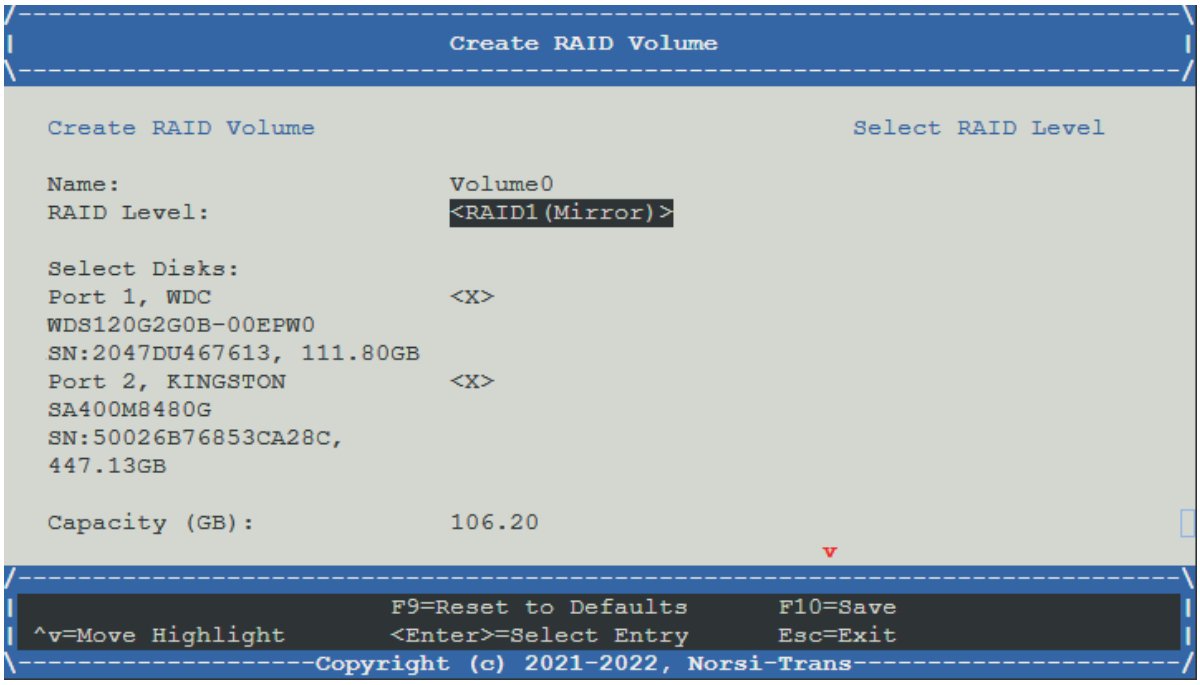

Рис. 70. Меню Create RAID Volume
5) Во вкладке «Create RAID Volume» установите «RAID Level» в состояние <RAID1 (Mirror)>. Окно показано на рис. 70 Меню Create RAID Volume.